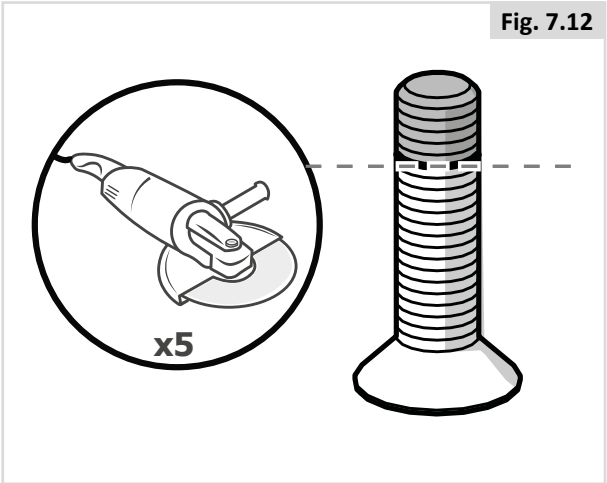

Fig. 7.12
7. Découpez les vis à l'endroit indiqué (Fig. 7.12).